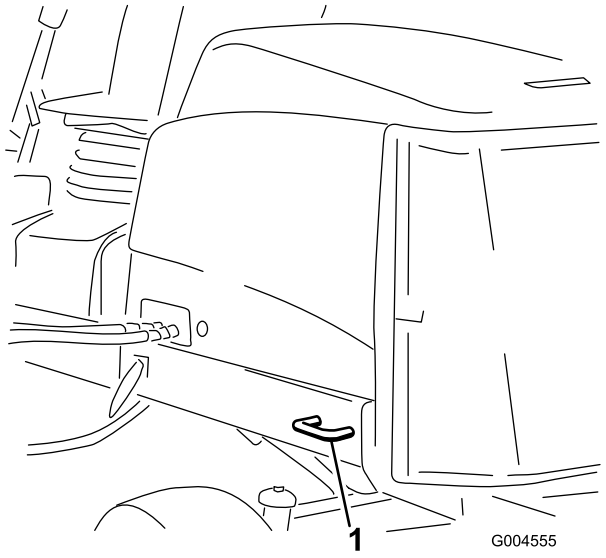

Figur 23
- **Maskinens bakre del** – på båda sidor av maskinen, på den bakre ramen (Figur 23).